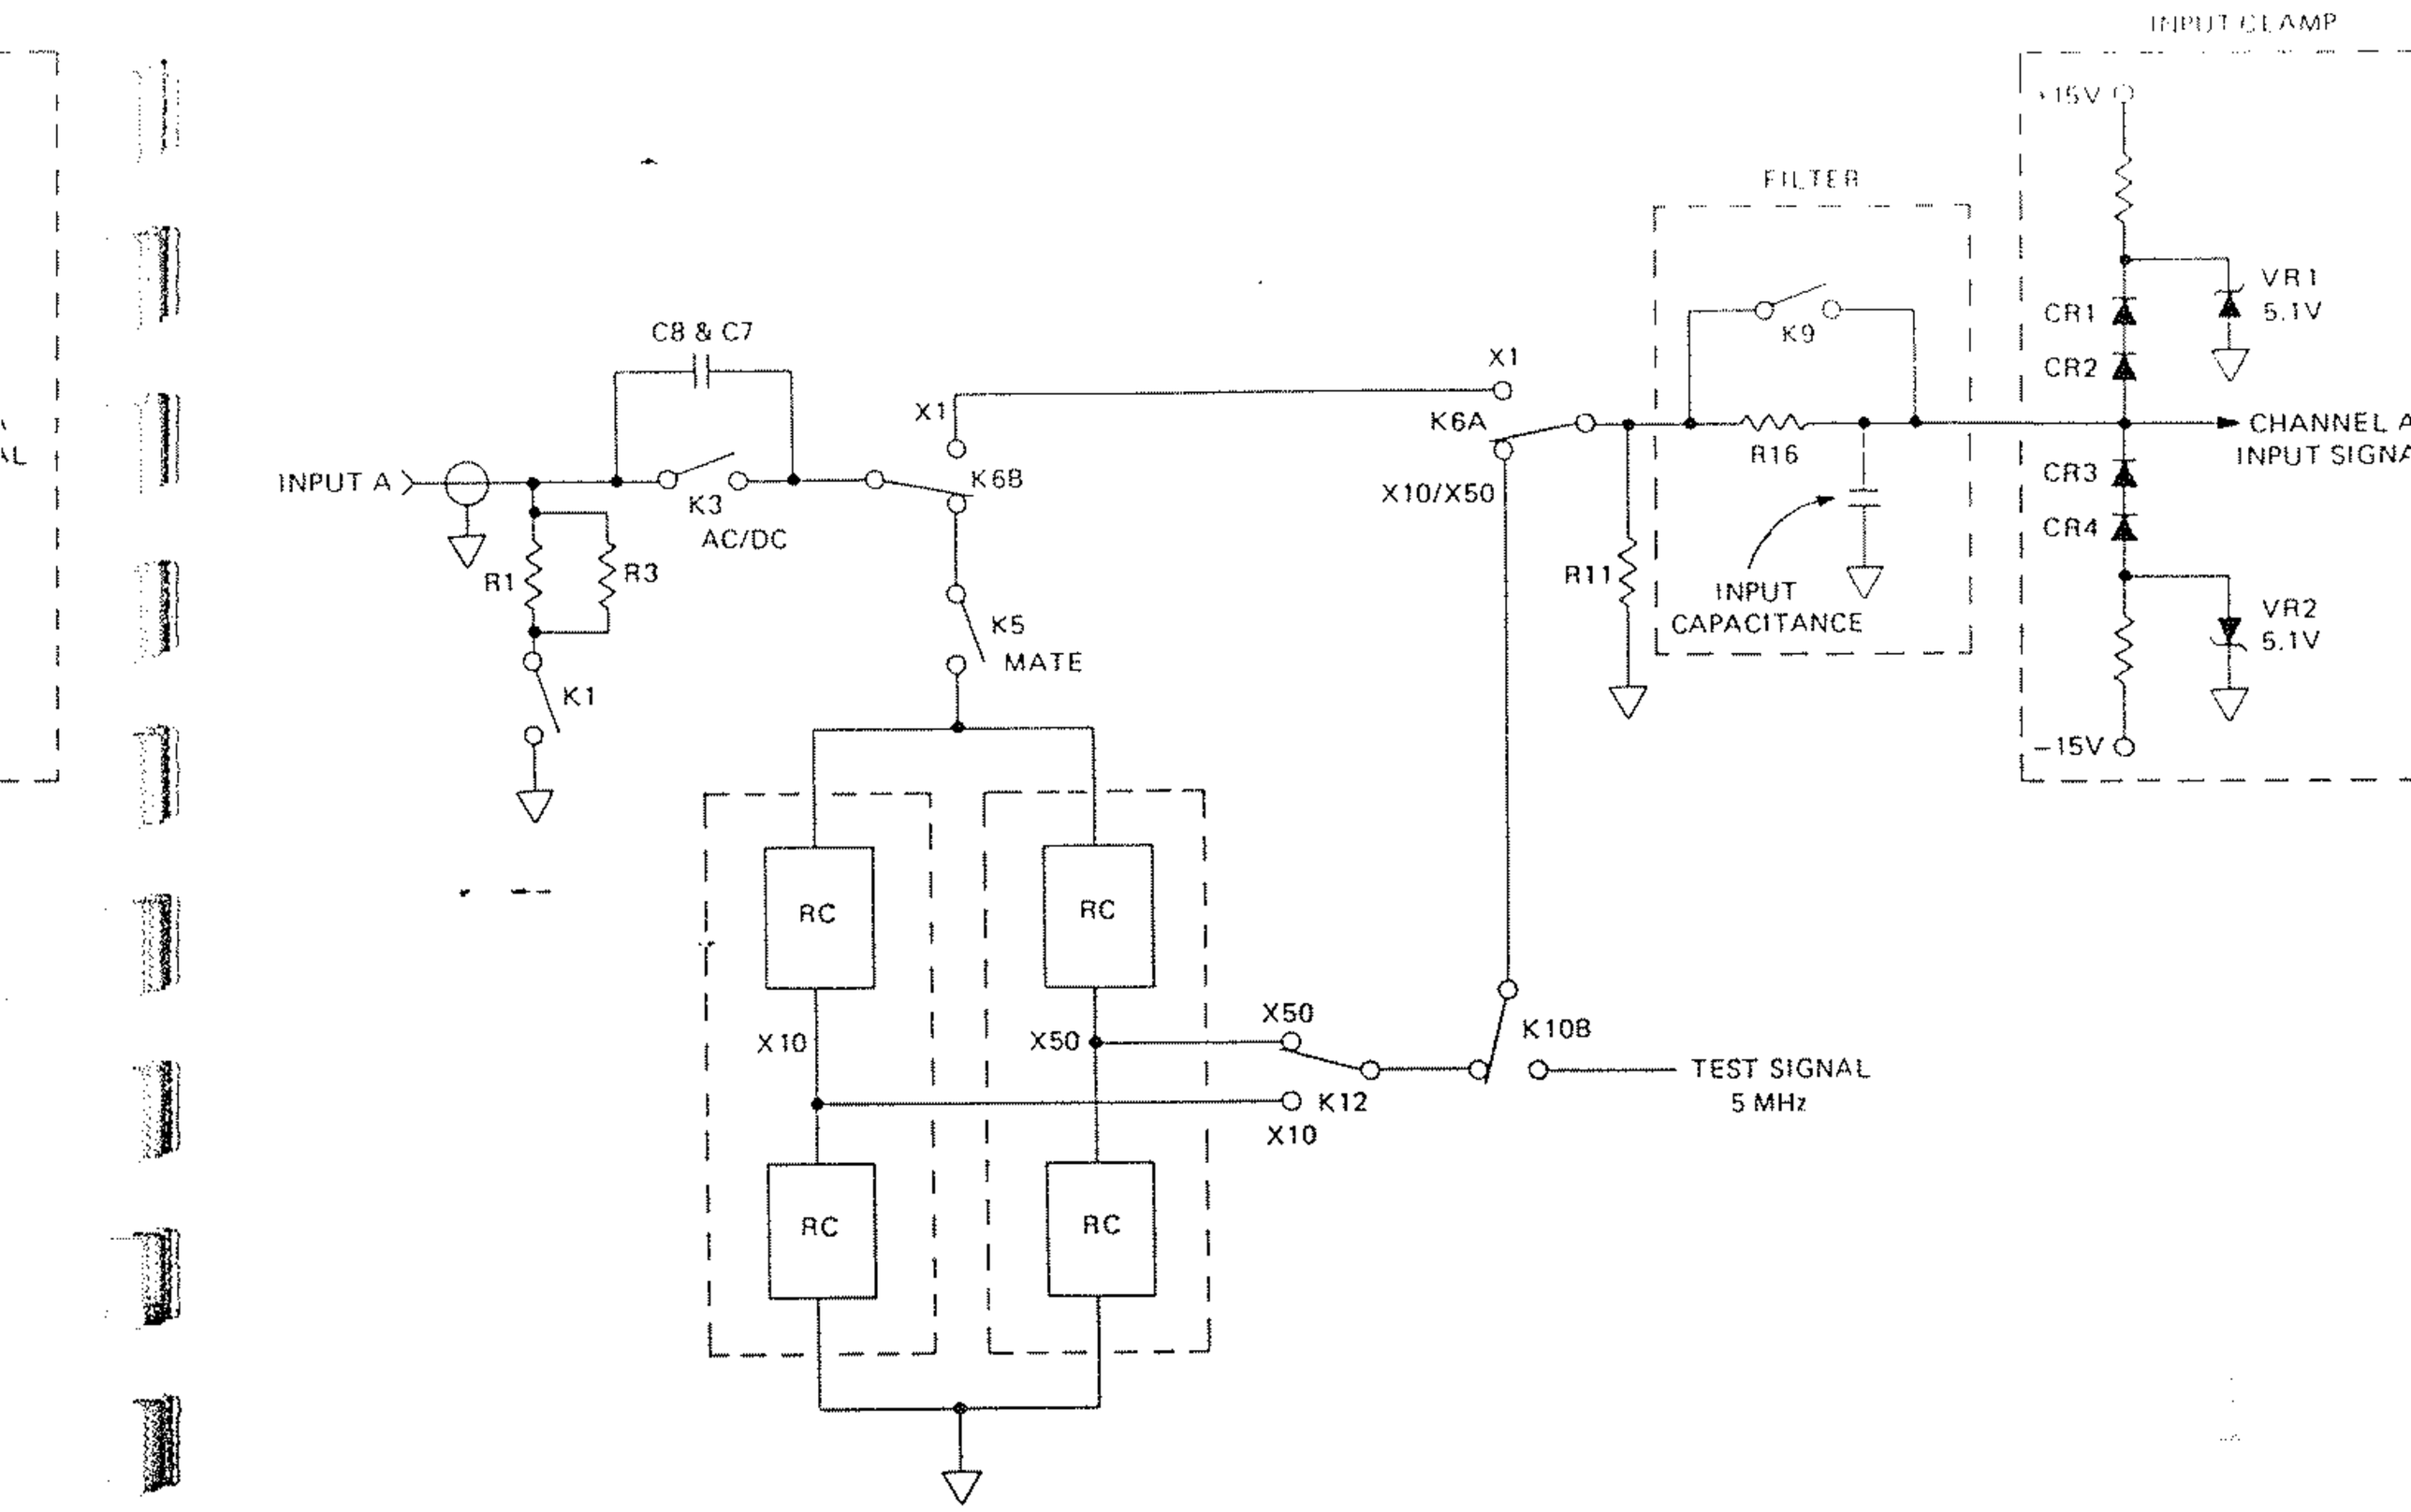

Figure 5.3 - Input Switch Circuitry for AC/DC and Attenuator
5.3.2.2.1.1 At the channel A input connector, K1 will select 50-ohm impedance when energized. This is achieved through the two parallel 100-ohm resistors R1 and R3. Refer to Figure 5.3.
5.3.2.2.2.2 Input to the start/stop amplifiers is limited to approximately ±7 volts at the input to Q2A-6 and Q2D-11. This is achieved by the input clamp circuit consisting of R31, R50, CR1, CR2, CR3, CR4, VR1, and VR2 as shown in Figure 5.3.